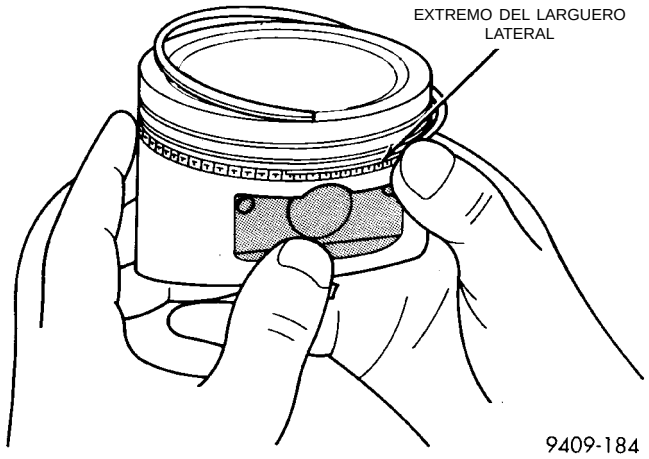

Fig. 82 Instalación del larguero lateral
f. Instale el larguero lateral, colocando un extremo entre la acanaladura del aro de pistón y el expansor. Sostenga el extremo firme y presione hacia abajo la porción que se instala, hasta que el larguero lateral esté en su sitio. **No utilice el expansor del aro de pistón (Fig. 82).**